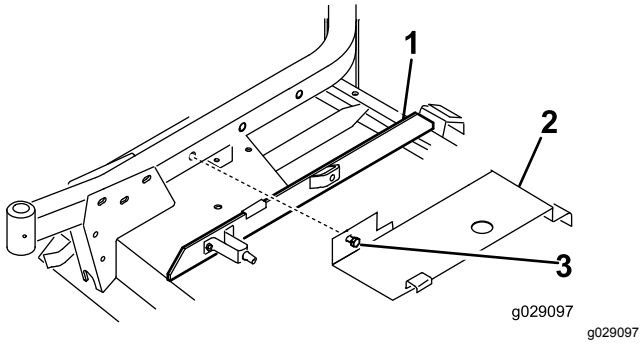

Figure 24
1. Insert a trim molding onto the right bridge bar, so the side of the spring bracket is 10 cm (4 inches) to the far edge of the trim molding (Figure 24).
2. Hook the rear of the deck cover (Figure 24) onto the rear channel pin while aligning the cover mounting bolt with the hole in the right castor arm. The cover is to rest on the trim molding. Adjust the molding as required.